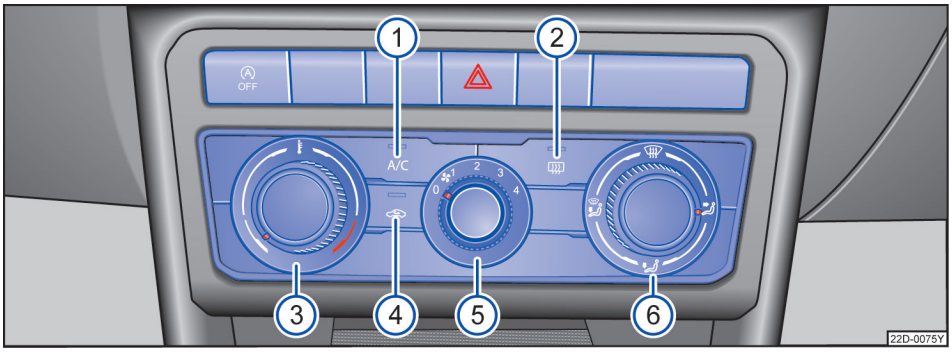

图 86 中控台上：电子手动空调的操作元件
– 按压按钮 → 图 86 ④，即可打开或关闭空气内循环模式。如果此按钮中的指示灯亮起，说明其处于打开状态。